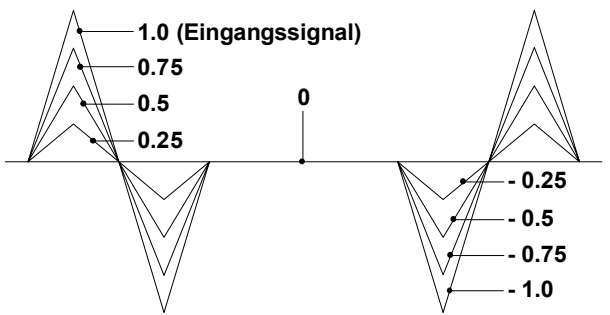

Abb. 2: Verstärkungsverhalten des internen Symmetrie-VCA's mit verschiedenen Verstärkungsfaktoren am Beispiel einer Dreieckwelle
⑤ Symm.
Die Symmetrie, d.h. den **Verstärkungsfaktor des internen Symmetrie-VCA's** legen Sie mit dem Regler ⑤ fest. Der Symmetrie-VCA ist ein spezieller Verstärker, dessen Verstärkungsfaktor im Bereich -1 bis 1 liegen kann, d.h. er ist in der Lage sowohl negativ wie auch positiv zu verstärken (s. Abb. 2).